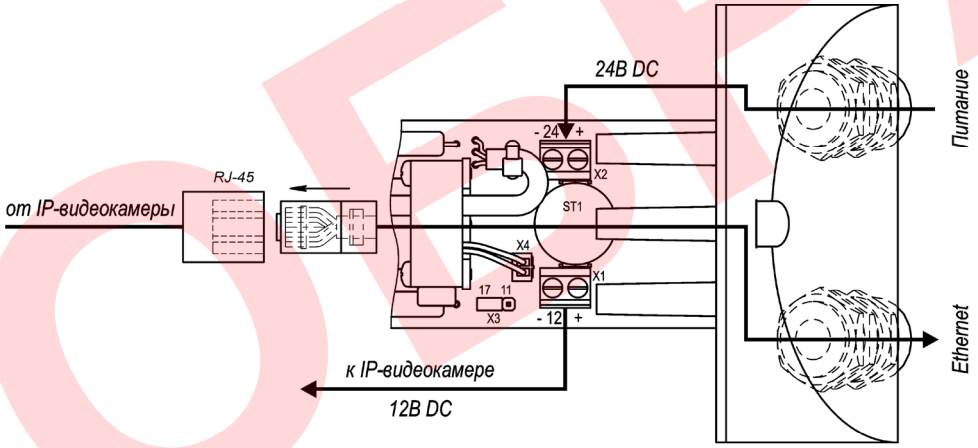

Рис.2 Подключение ТВК-61IP-5Г-М2812-24VDC
Кабель питания подключить к плате коммутации к клеммнику «+ 24 -», соблюдая полярность (рис.2, 3).
На кабель Ethernet (UTP кат.5е) обжать вилку RJ-45 согласно стандарту EIA/TIA-568B (рис.4) и подключить к розетке RJ-45 (рис.2, 3).
** Джампер X3 установлен в положение «17» - мощность обогрева 17,6 Вт, для изменения мощности на 11,2 Вт джампер X3 необходимо переставить в положение «11» (см. рис.2,3).